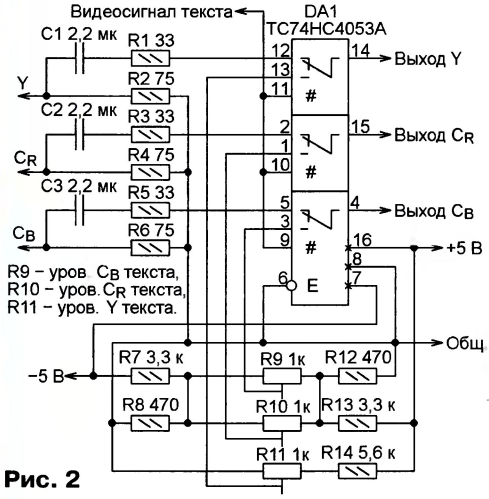

**Рис. 2**
**Формирователь непрозрачных надписей на экране телевизора (рис. 2 <http://www.hct.zaq.ne.jp/kyotani/lineselhd/fig-lineselhd-22.gif>).** Видеосигнал накладываемого текста поступает на входы управления элементами электронного коммутатора DA1. При его низком логическом уровне коммутатор подаёт на выходы Y, CR и CB одноимённые сигналы фонового изображения. В моменты отображения символов, когда уровень видеосигнала текста становится высоким, коммутатор соединяет с выходами движки подстроечных резисторов R9—R11, с помощью которых задают яркость и цвет текста на экране. Выводимые символы не затеняют, а замещают попадающие под них фрагменты фонового изображения. Микросхема TC74HC4053A способна коммутировать сигналы частотой от 0 Гц (постоянное напряжение) до 150 МГц, обеспечивая развязку между каналами не менее 50 дБ. Это даёт возможность использовать её в телевизионных системах высокой чёткости (HDTV), где ширина спектра видеосигналов достигает 35 МГц.